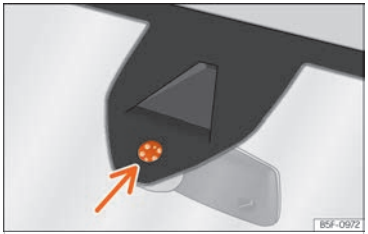

Fig. 79 Superficie sensible del sensor de lluvia.
Las posibles causas de anomalías e interpretaciones erróneas *en la zona de la superficie sensible* ››› fig. 79 del sensor de lluvia son, entre otras:
- **Suciedad**: el polvo seco, la cera, el recubrimiento de los cristales (efecto loto) o los restos de detergente (túnel de lavado) pueden disminuir la efectividad del sensor de lluvia o hacer que reaccione más tarde, más despacio o que no funcione. Limpie regularmente la superficie sensible del sensor de lluvia ››› fig. 79 (flecha) y compruebe posibles daños en las escobillas.